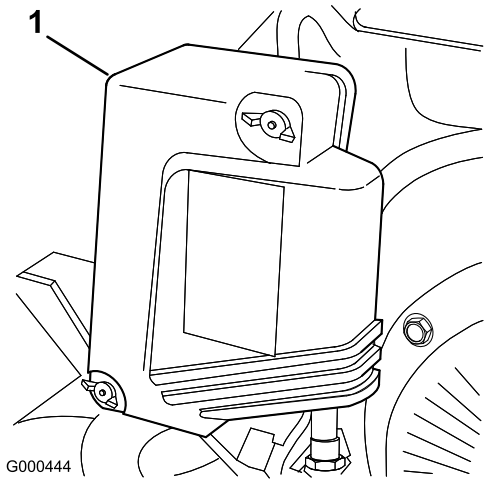

Figur 21
2. Fjern vingemutterne som fester luftrenserdekselet og fjern dekselet (Figur 21).